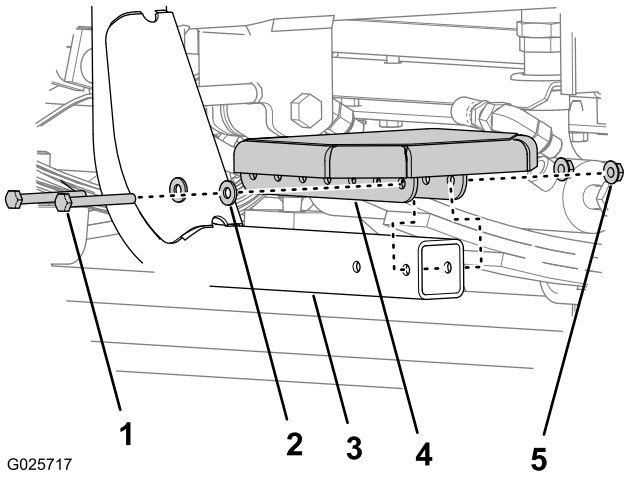

Bild 3
1. Fluchten Sie die Löcher im Trittbrett mit zwei der Löcher am Ende der Trittbretthalterung aus (Bild 3).
2. Befestigen Sie das Trittbrett mit zwei Schlossschrauben (1/4" x 2-1/4"), zwei Bundmuttern und zwei Scheiben an der Trittbretthalterung (Bild 3).